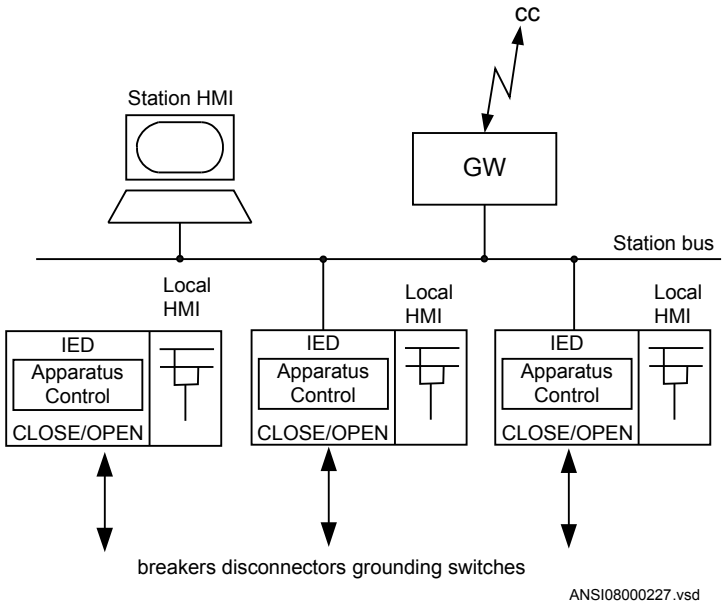

Figure 38: Overview of the apparatus control functions
Figure 38 gives an overview from what places the apparatus control function receive commands. Commands to an apparatus can be initiated from the Control Centre (CC), the station HMI or the local HMI on the IED front.